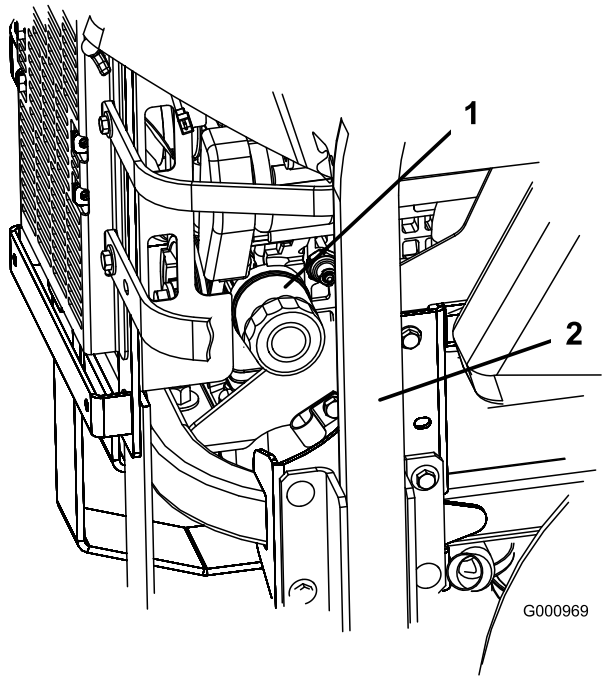
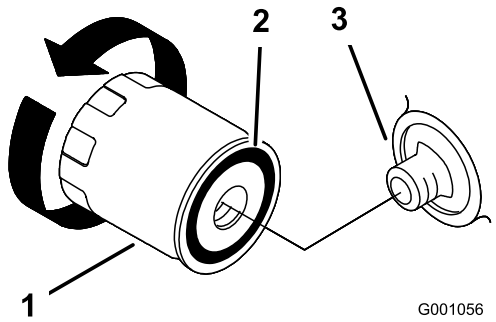

Figur 44
Figur 45
2. Drej filteret mod uret for at afmontere det (Figur 44 og Figur 45).